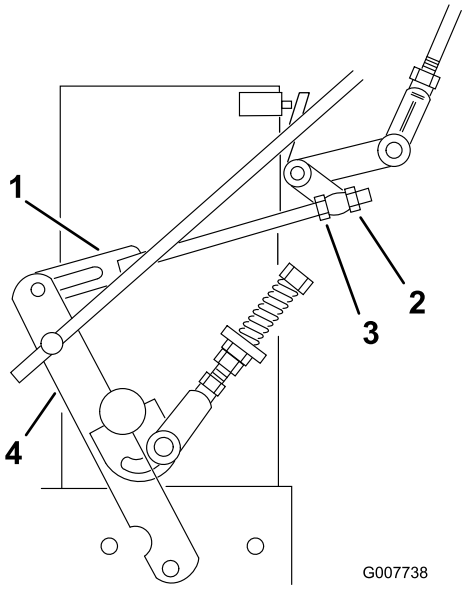

Figur 34
8. Lossa den främre justermuttern på den vänstra hydroreglage länken såsom visas i Figur 34.
9. Vrid den vänstra bakre justermuttern moturs tills hjulet börjar rotera framåt (Figur 34).
10. Vrid den bakre justermuttern medurs ett kvarts varv i taget. För därefter växelväljarspaken framåt och sedan tillbaka till neutralläge. Upprepa detta tills det vänstra hjulet slutar rotera framåt (Figur 34).